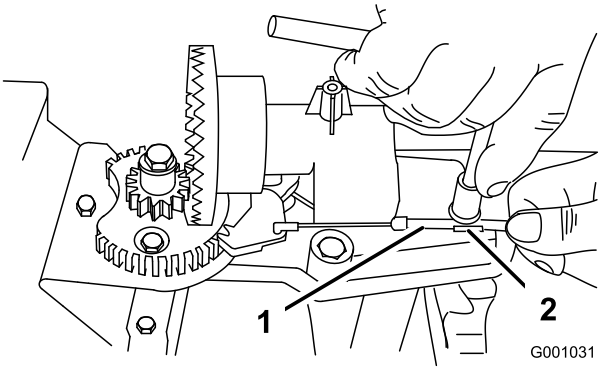
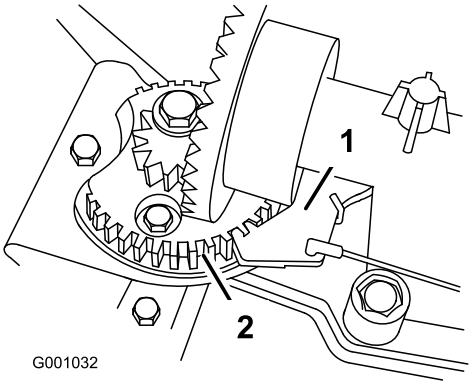

**Figure 59**
**Figure 60**
2. Loosen the bolt on the cable clamp (Figure 59).
3. Grasp the cable conduit and move it toward the front of the machine until the discharge chute latch fully engages the gear teeth (Figure 59 and Figure 60).
**Note:** The latch is spring loaded and will naturally move into the teeth of the gear (Figure 60).